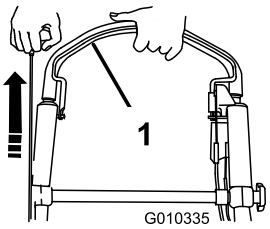

**Figur 24**
3. Hold bøjlen til knivens kraftudtag helt op mod håndtaget og træk i tilbageslagsstarterhåndtaget (Figur 24).